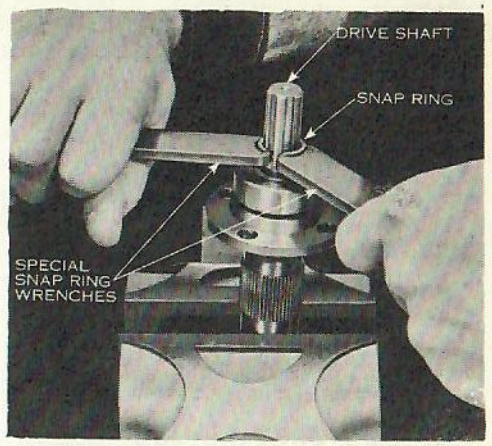

FIG. 26-1
4. Remove snap ring, Fig. 26-1.